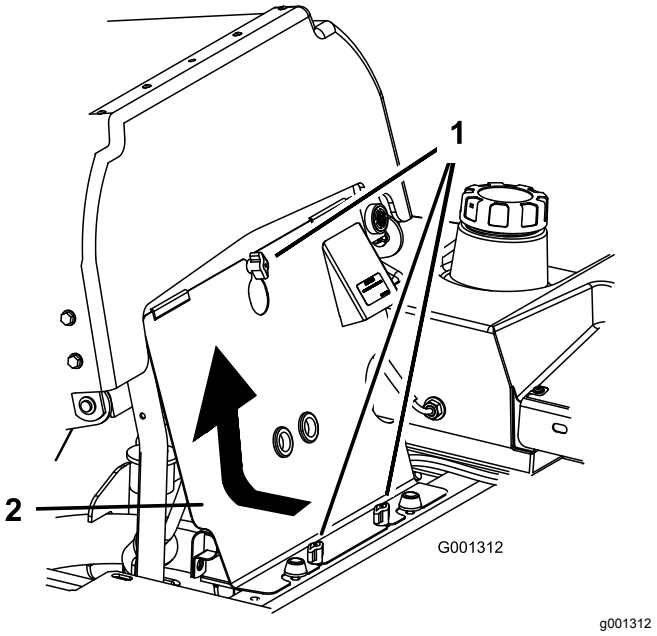

Figuur 67
1. Kantel de stoel naar voren en verwijder het frontpaneel van de motor (Figuur 67).